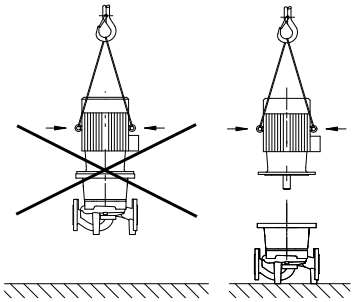

Fig. 7: Moottorin kuljetus
- **Moottorissa olevia kuljetussilmukoita saa käyttää vain moottorin kuljetukseen, ei koko pumpun kuljetukseen (Fig. 7).**